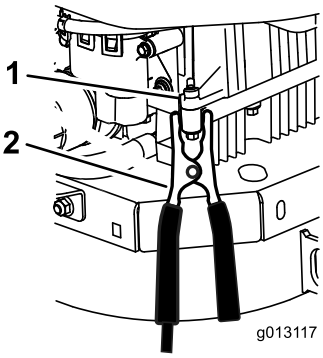

Figur 58
6. **Foretag den sidste tilslutning på motorblokken på den afbrudte maskine (IKKE på batteriets minuspol) væk fra batteriet, og træd tilbage (Figur 58).**